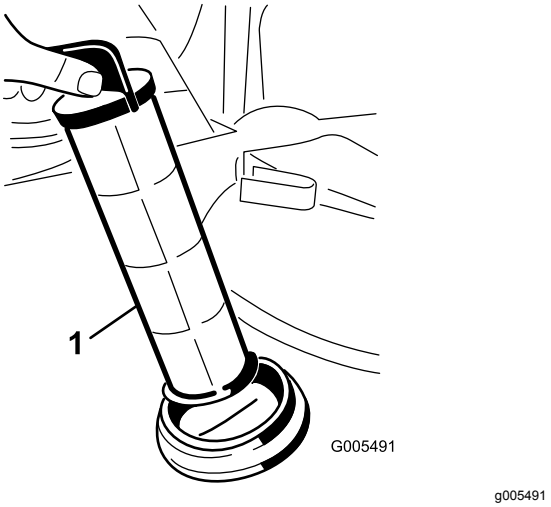

Figur 49
4. Dra ut sugfiltret ur hålet (Figur 49).